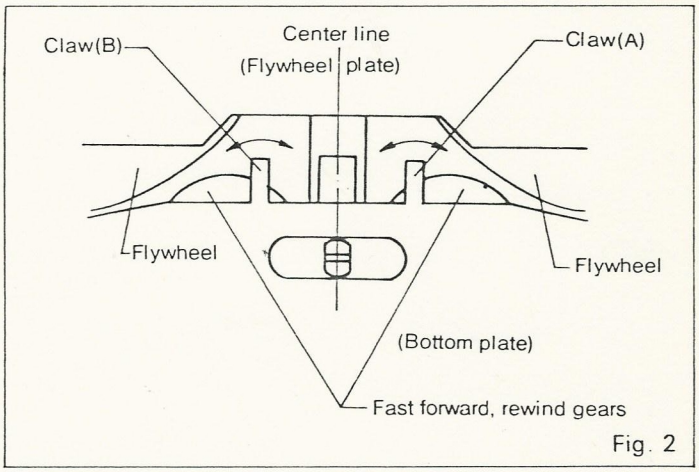

Fig. 2
2. Fast Forward, Rewind Gear Alignment (See Fig. 2)
- o If the mechanism does not operate properly and abnormal sound (gear noise) is produced at the time of fast forward and rewind, first of all check whether the sound is produced during fast forward (FF) or rewinding (REW). If it is produced during FF, adjust by bending the claw (A) to the left or right with radio pliers, etc., and if it is produced during REW, adjust by bending the claw (B) in the same manner. Adjust so that the clearance at this time between the flywheel and FF. REW gear becomes about 0.1 to 0.2mm.